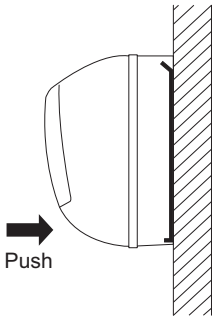

Fig. 2-226
(1) To install the indoor unit, mount the indoor unit onto the 2 tabs on the upper part of the rear plate.
(2) Hold down the air discharge outlet and press the lower part of the indoor unit until it clicks to securely fasten to the 2 tabs on the lower part of the rear plate. (Fig. 2-226)